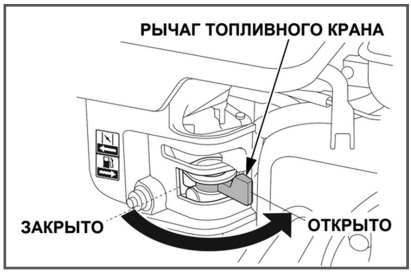

Рис. 25 Рычаг топливного крана
4. Откройте топливный кран переводом рычага вправо (Рис. 25).